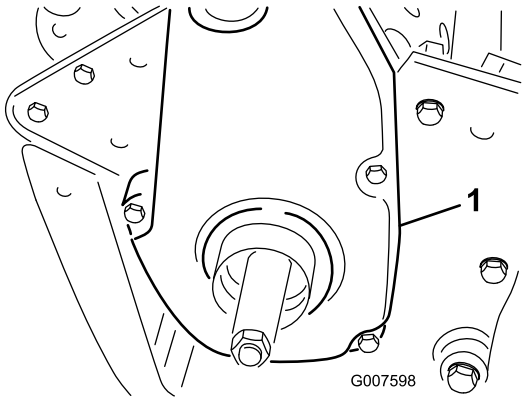

Figuur 44
6. Verwijder de achterste drijfriemkap van de rechterkant van de machine (Figuur 44).